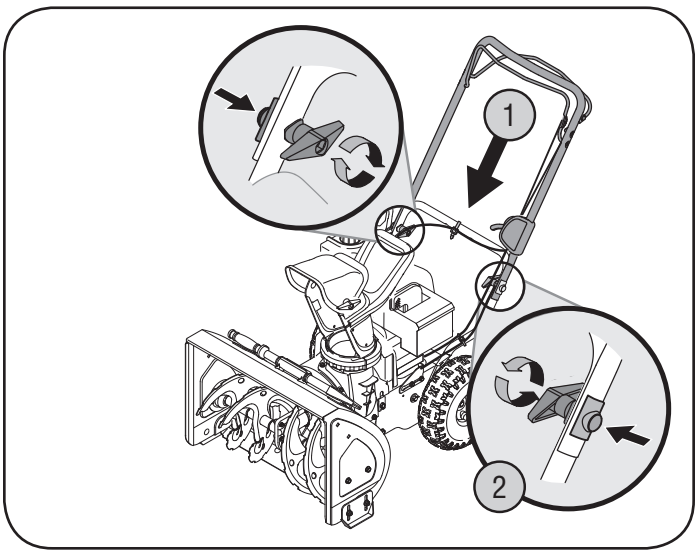

Figura 3
6. Apretar las perillas de ala sobre cada lado del mango. Refiérase a la Figura 3.